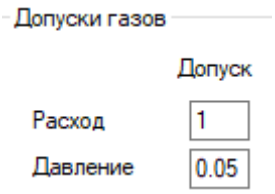

Рис. 32: Параметры допуска газов
6. В сегменте *Допуски газов* (Рис. 32) укажите допустимые отклонения измеренных зна-